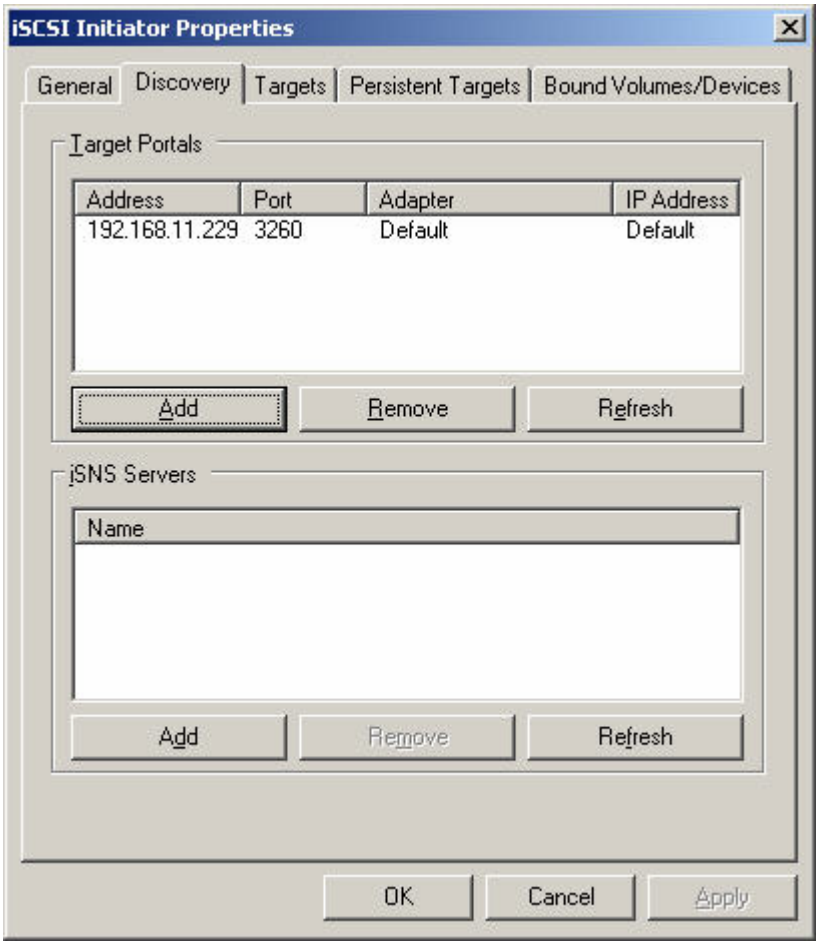

Figure D.3
4. Click **"OK"**. Please see Figure D.3.